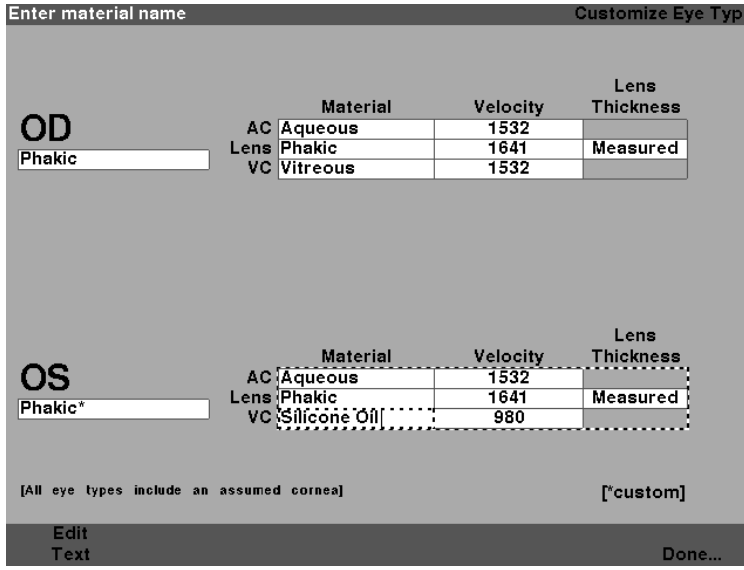

Figure 7-4 Changing VC Material
5. Within the VC Material cell, rotate the knob to select one of the pre-entered materials as shown in Figure 7-4 on the next page.